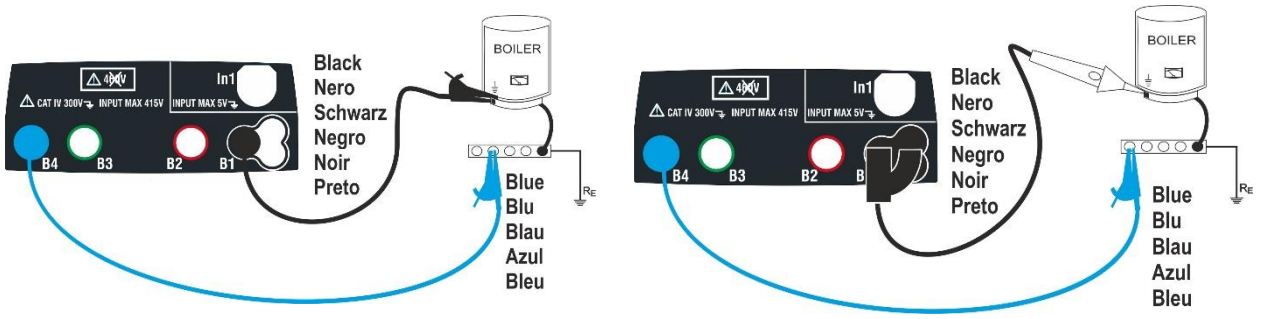

Fig. 6: Teste de continuidade através de cabos individuais e ponteira remota PR400
7. Conectar os crocodilos e/ou as ponteiras e/ou a ponteira remota ao condutor em exame de acordo com a Fig. 6.